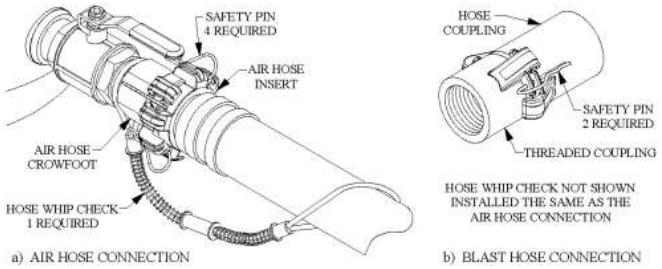

Figure 8.2 – Hose Connection Disconnect Protection
8.7. ***Blast and Air Hose Couplings:*** All air hose, blast hose, and threaded couplings have two pin holes that align when connected. To protect against accidental hose disconnections safety pins must be installed through these holes. Each hose connection must also include a hose whip check that will hold the hose if there is an accidental disconnection. Connect one loop to each side of the connection and stretch out as shown in Figure 8.2 below. Check hose connections daily and replace missing or damaged pins and whip checks.